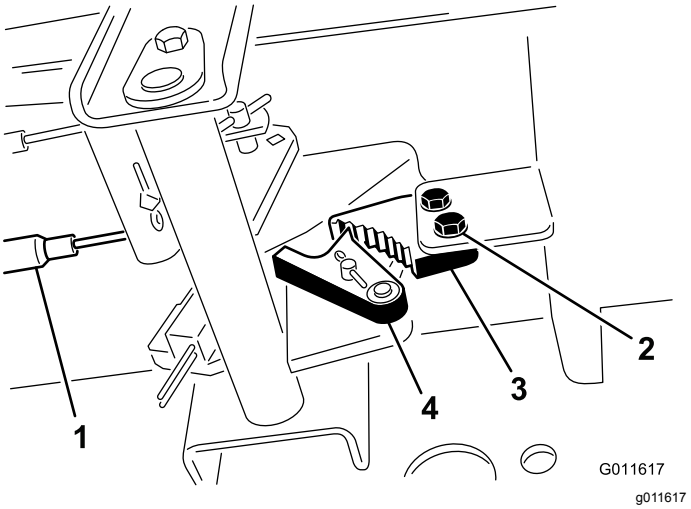

**Figur 99**
1. Lossa de två skruvar som håller fast parkeringsbromsens spärrhake på ramen (Figur 99).
2. Tryck parkeringsbromspedalen framåt tills bromsspärren griper in helt i parkeringsbromsens spärrhake (Figur 99).